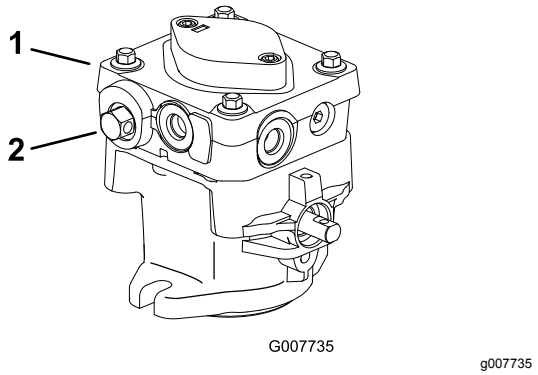

**Figur 14**
3. Öppna överströmningsventilerna genom att vrida dem 1–2 varv medurs (Figur 14).